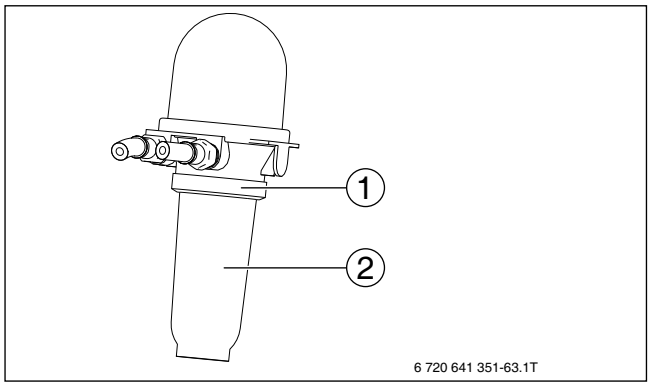

Bild 85 Filtertasse entfernen
▶ Überwurfmutter (→ Bild 85, [1]) entfernen.
▶ Filtertasse (→ Bild 85, [2]) abnehmen.
- Filtertasse mit Überwurfmutter (→ Bild 85, [1] und [2], Seite 49) montieren.